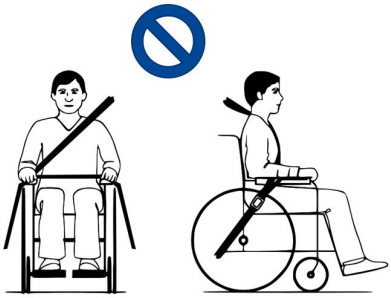

Figura 3
6. Accertarsi che le cinghie non siano attorcigliate o tenute lontano dal corpo come mostrato nella Figura 3.